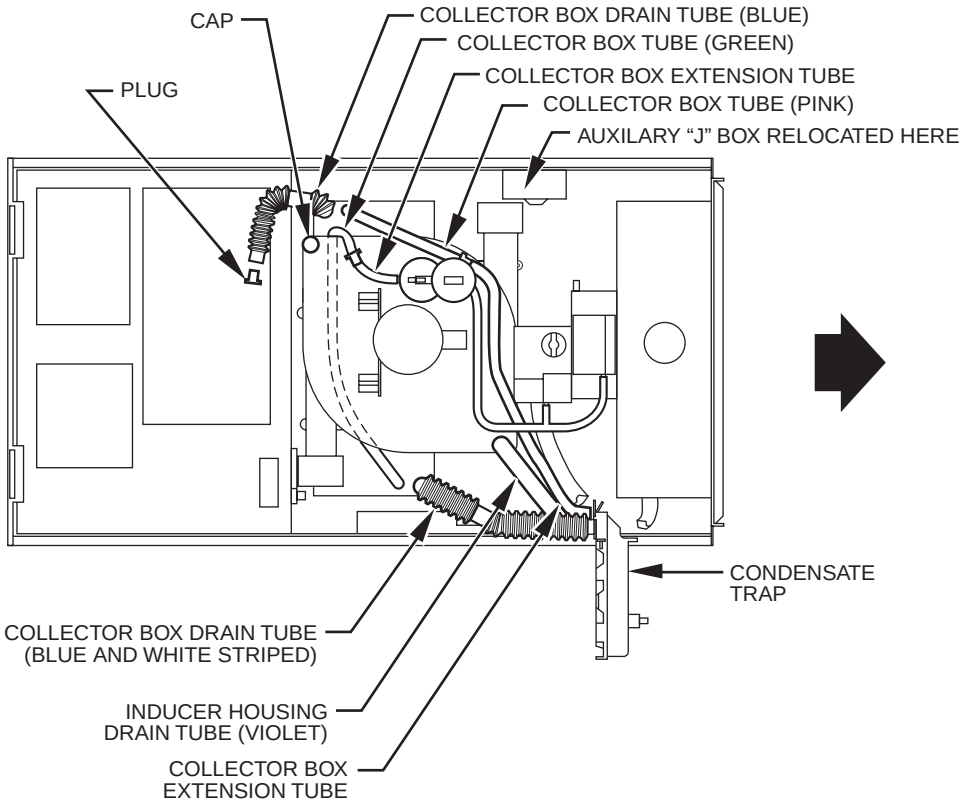

**Fig. 12—Horizontal Right Tube Configuration**
**NOTE:** The auxiliary junction box (J-Box) MUST be relocated to opposite side of furnace casing. (See Fig. 12.) See Electrical Connection section for J-Box relocation.
**NOTE:** See Fig. 12 or tube routing label on main furnace door to check for proper connections.